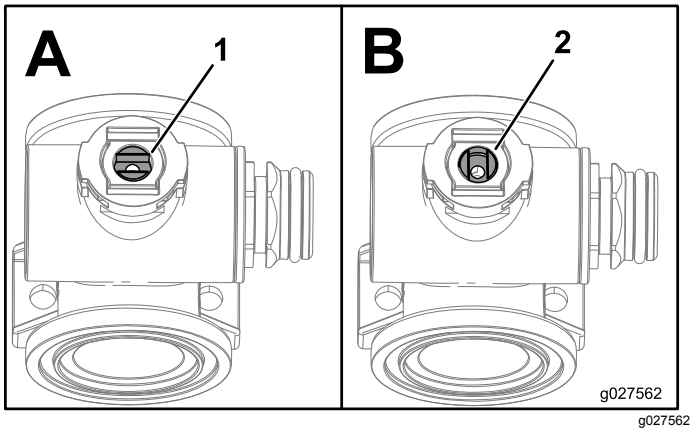

Figur 119
1. Sett ventilstammen i stengt posisjon (Figur 119 B)